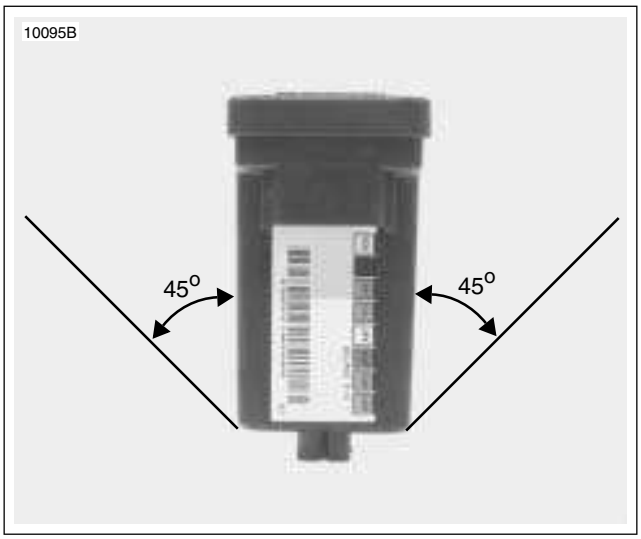

Figure 3-31. Tilting TSM/TSSM
a. See Figure 3-31. Position TSM/TSSM in same orientation it is mounted on vehicle. Turn on ignition switch. Turn on 4-way flashers by depressing both left and right turn signal switches simultaneously. Turn ignition off; 4-way flashers should continue to flash.